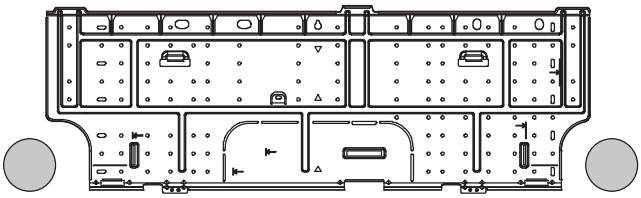

Fig. 1-63
(1) Attach the rear panel to the wall with the 8 screws provided. (Fig. 1-63)